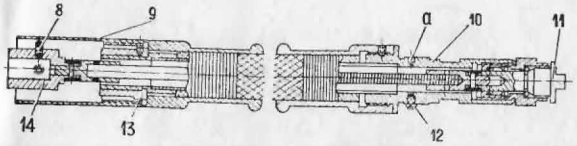
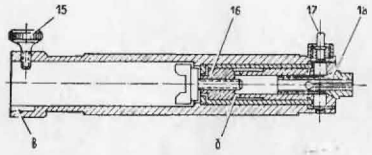

Рис. 2. Вал гибкий с корпусом:
Рис. 3. Державка с цангой для крепления инструмента:
4.6. От электродвигателя вращение (правое) передается валику *11* при помощи гибкого вала (рис. 2). Гибкий вал имеет на одном конце втулку *14*, которая надевается на вал электродвигателя и крепится на нем стопорными винтами *8*.
мента *7*. Державка крепится на стволе при помощи винта *15*. При этом выступ валика *11* (см. рис. 2) должен войти в паз вала *в* (рис. 3).
При надевании державки на ствол *10* необходимо следить, чтобы винт *12* (см. рис. 2) входил в паз *в* (см. рис. 3).
4.8. Рукав гибкого вала крепится к выступу фланца электродвигателя с помощью втулки *13* двумя винтами. На этот же выступ надет и закреплен винтом корпус *9* (см. рис. 2).
4.9. Державка с цангой (см. рис. 3) служит для крепления дисковых пил, различных фрез и сверл, входящих в комплект аппарата.